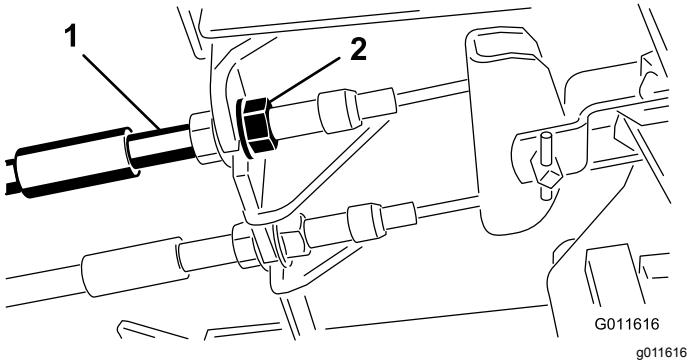

Figuur 87
1. Om de speling op de rempedalen te verkleinen, draait u de remmen vast. Draai hiervoor de voorste moer op het draadeinde van de remkabel los (Figuur 87).